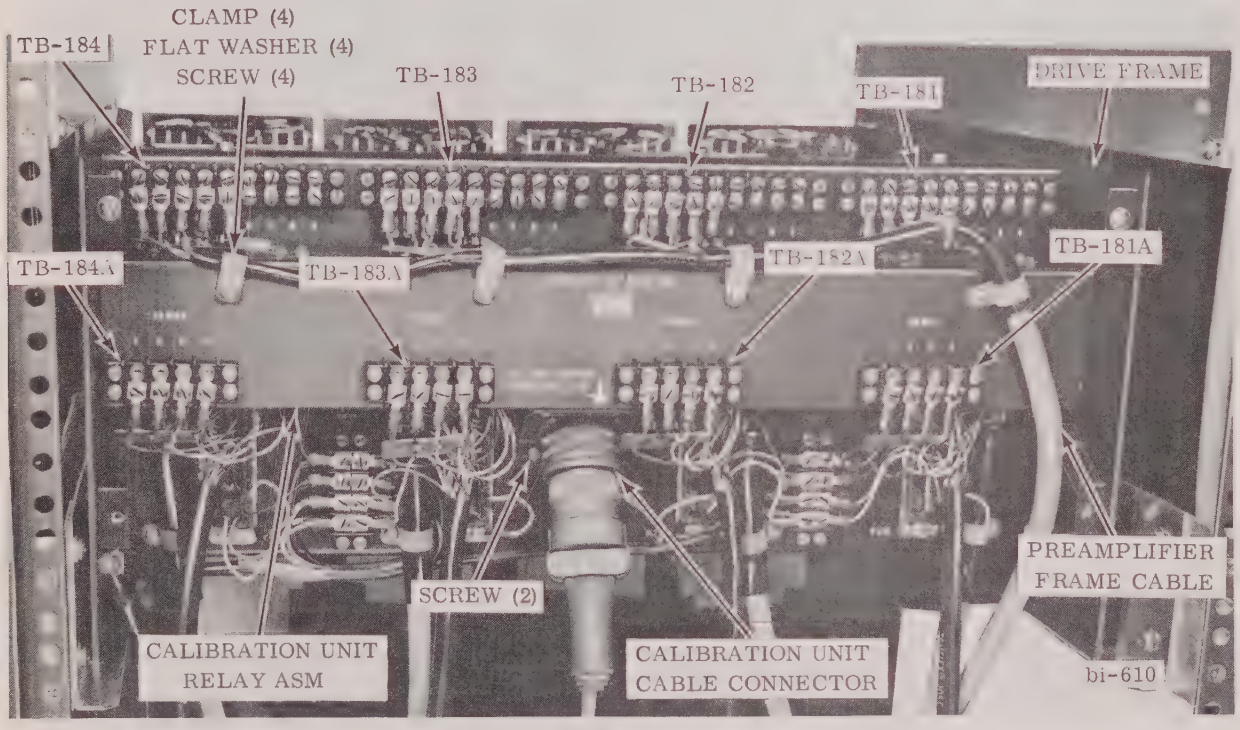

FIGURE 2-13 INSTALLATION OF AMPLIFIER CALIBRATION AND SYSTEM POWER ASSY
7. Position calibration unit relay assembly on rear of drive frame and install two screws at connector J-701 mounting bracket (Fig. 2-13)
8. Attach leads from connectors P-721 and P-724 to terminal bords TB-181A thru TB-184A on rear of calibration unit relay assembly (Fig. 2-13).
9. Attach leads from relay assembly to terminal boards TB-181 thru TB-184 on rear of drive assembly (Fig. 2-13). Refer to wiring diagram 445000 for terminal connections.
10. Attach leads of preamplifier frame to terminal boards TB-181 thru TB-184 on rear of drive frame (Fig. 2-13). Refer to wiring diagram 469437 for terminal connections.
11. Secure preamplifier frame leads to relay assembly with four clamps and screws (Fig. 2-13).
12. Connect P-170 connector to J-170 on calibration unit relay assembly (Fig. 2-13).